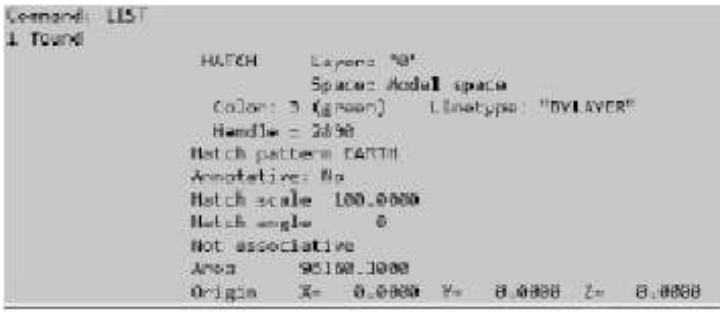

Figure 4-45 *The* ***AutoCAD Text Window*** *showing parameters of the selected watershed area*
5. Keeping the watershed area selected, enter **LIST** in the command line and then press ENTER; the AutoCAD Text Window showing the parameters of the selected watershed area is displayed, as shown in Figure 4-45.